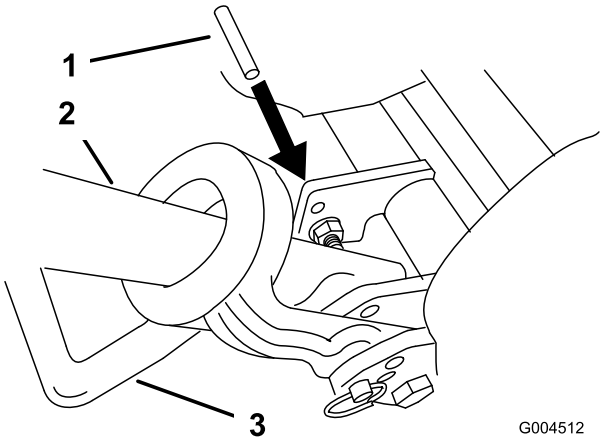

Figure 3
2. Abaissez la béquille. Insérez une goupille de 6,4 mm de diamètre (ou équivalent) dans le trou du bâti au-dessus du boulon de montage de la béquille (Figure 3).